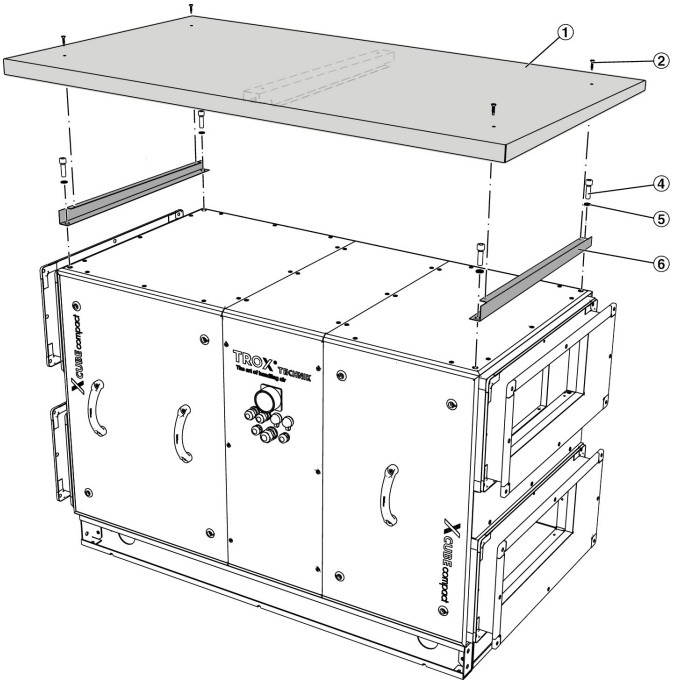

Abb. 18: Dachmontage
2. ▸ Falls vorhanden, die Transportanschläge, an den Eckpunkten des RLT-Gerätes demontieren. Den linken und rechten Dachträger (Abb. 18 /6) mit je 2 Zylinderschrauben (Abb. 18 /4) und Dichtungen (Abb. 18 /5) an den Eckpunkten des RLT-Geräts befestigen.
3. ▸ Dachsegment (Abb. 18 /1) auf die Dachträger auflegen und mit den selbstschneidenden Schrauben (Abb. 18 /2) festschrauben.